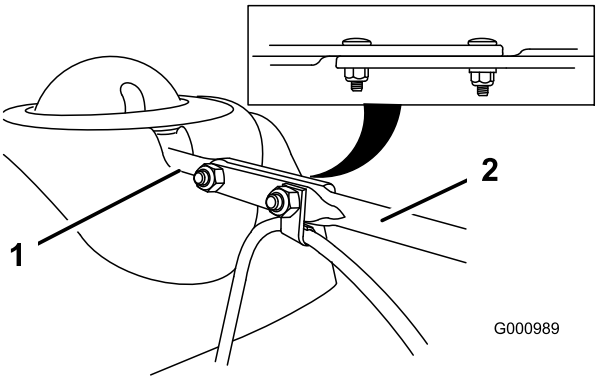

Figur 10
3. Legg den flate, bakre delen av det lange sjaktkontrollstaget på linje med den flate fremre delen av det korte staget som strekker seg fra fronten på kontrollpanelet, slik at de går inn i hverandre (Figur 10).